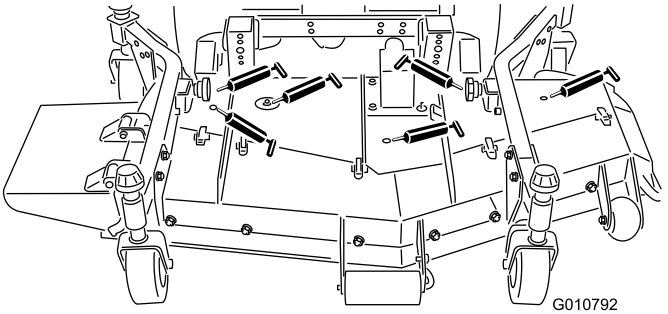

**Figuur 17**
- Lagers van de mesas (Figuur 17)
- Kogelverbindingen van rechter en linker duwarm (Figuur 17)